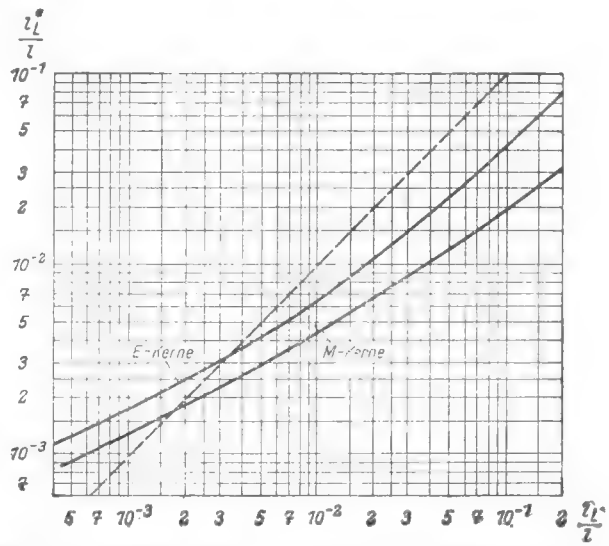

Bild 15. Die scheinbare Breite des Luftspaltes in Abhängigkeit von der wirklichen Breite ($l_L^* =$ scheinbare Breite, $l_L =$ wirkliche Breite)
Das Produkt $\lambda \cdot l'_L = l_L^*$ nennt man die **scheinbare Breite** des Luftspaltes. Seine Größe in Abhängigkeit von der wirklichen Breite des Luftspaltes ist aus Feldtkeller (Spulen und Übertrager mit Eisenblechkernen, Verlag Hirzel, Leipzig 1944, S. 84, oder Funk und Ton, Nov. 1947, S. 231) zu entnehmen (Bild 15)*).
*) Bild 15 gilt für E-Kerne unter der Voraussetzung, daß bei Luftspaltbreiten über 2% die Mittelzunge gekürzt ist und das Joch fest auf den Außenschenkeln aufliegt. Bei Luftspaltbreiten unter 2% ist damit gerechnet, daß das Joch um die Hälfte des Luftspaltes von den Schenkeln abgehoben ist.
Unter Zuhilfenahme von Bild 15 ermittelt man aus $\frac{l^*_L}{l}$ das Verhältnis des wirklichen Luftspaltes zur mittleren Eisenweglänge $\frac{l_L}{l}$ in ‰.